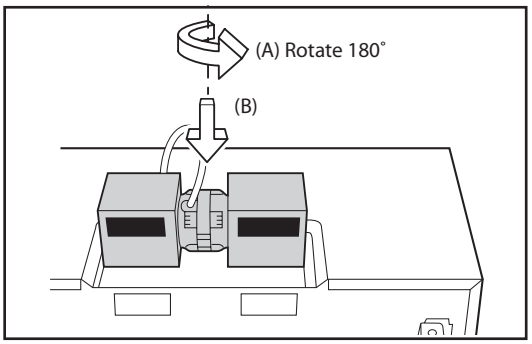

Figure 10
3. Rotate the Hood Fan Unit 180˚ so that the fan blade openings are facing the back of the oven. Note, you will need to lift the wire over the hood fan unit so the wire will clear. See Figure 10 (A). Replace Hood Fan Unit into the oven. Be careful not to pinch the wire and the Hood Fan Unit. See Figure 10 (B).